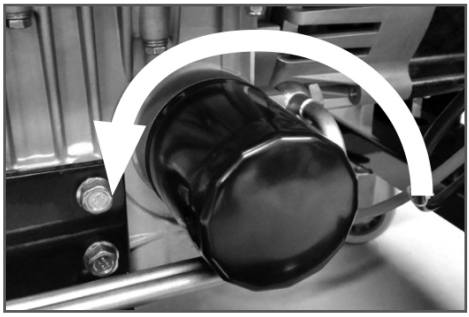

Рис. 15 Замена масляного фильтра
7. Во избежание пролива масла подставьте под масляный фильтр подготовленную для этого емкость, либо подложите кусок ветоши, после чего с помощью съемника открутите масляный фильтр (Рис. 15).